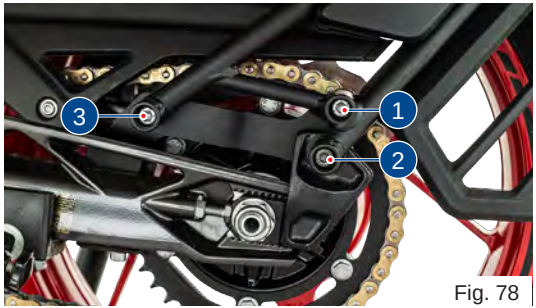

Fig. 78
- Remove the rear mounting screws (1 & 2) of rear wheel hugger **(ref. Fig. 78)**.
- Slightly loosen the front mounting screw (3) of rear wheel hugger **(ref. Fig. 78)**.
- Tilt the rear wheel hugger upwards and retighten the front mounting screw (3) of rear wheel hugger.
- Release the lock nuts (5 & 6) and screw-in the adjuster bolts (7 & 8) **(ref. Fig. 78 & 79)**.